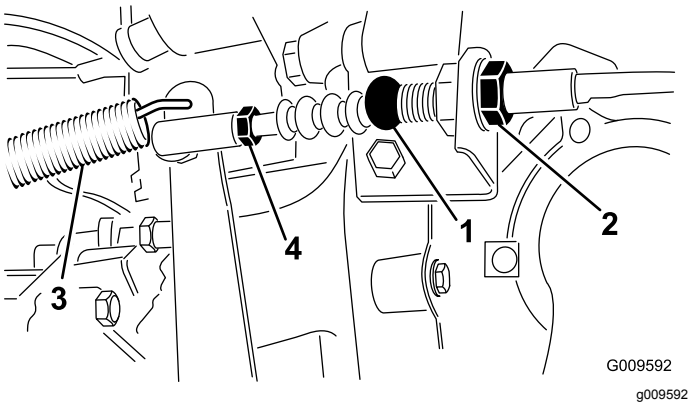

Figur 59
1. Løsne på låsemutterne som fester clutchkabelen til braketten på klokkehuset (Figur 59).